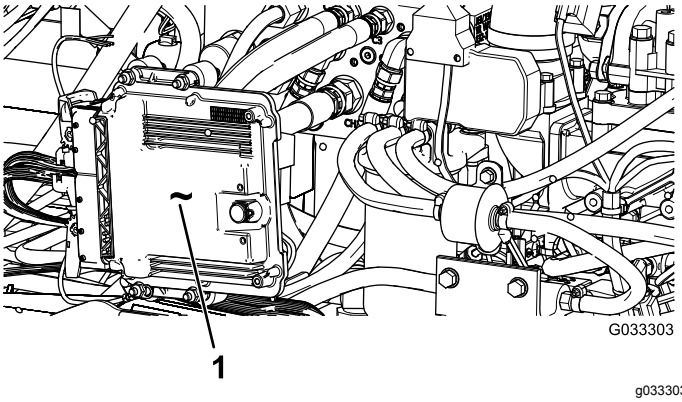

**Figur 93**
***Vigtigt:*** **Du må ikke bruge vand direkte på motorkontrolenheden (ECU) eller elektriske stik, da dette kan påføre dem skade. Se Figur 93 for oplysninger om ECU-enhedens og elektriske forbindelsers placering.**